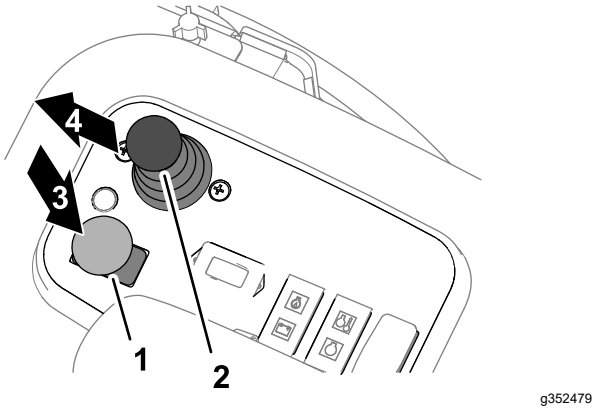

**Figur 34**
1. Koppla in parkeringsbromsen och tryck klippenhetens drivbrytare till det URKOPPLADE läget (Figur 34).